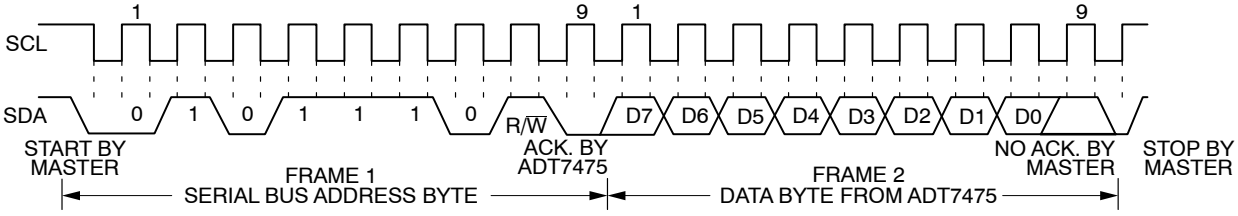

Figure 15. Reading Data from a Previously Selected Register
A read operation is then performed consisting of the serial bus address; the R/$\overline{W}$ bit set to 1, followed by the data byte read from the data register see Figure 15.
2. If the address pointer register is known to be already at the desired address, data can be read from the corresponding data register without first writing to the address pointer register see Figure 15.